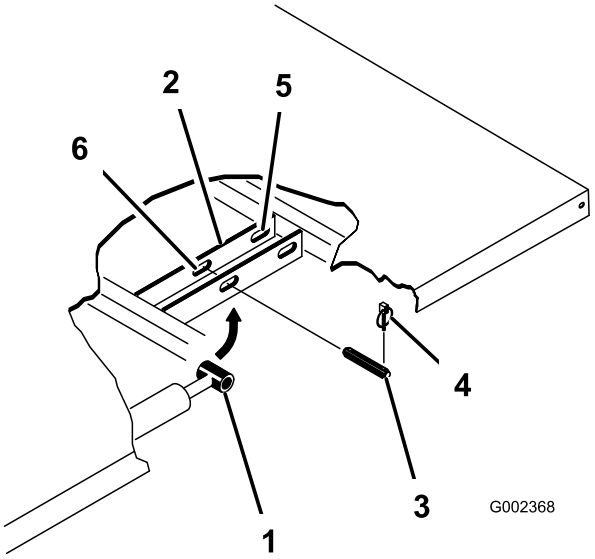

Figur 32
2. Ta bort hjulsprintarna från yttre ändarna av cylinderstavens sprintbultar (Figur 32).
3. Ta bort sprintbultarna som håller cylinderstavsändarna vid flakets fästplatta genom att trycka bultarna mot insidan (Figur 32).
4. Ta bort hjulsprintarna och sprintbultarna som håller fast tappfästena vid ramens kanaler (Figur 32)